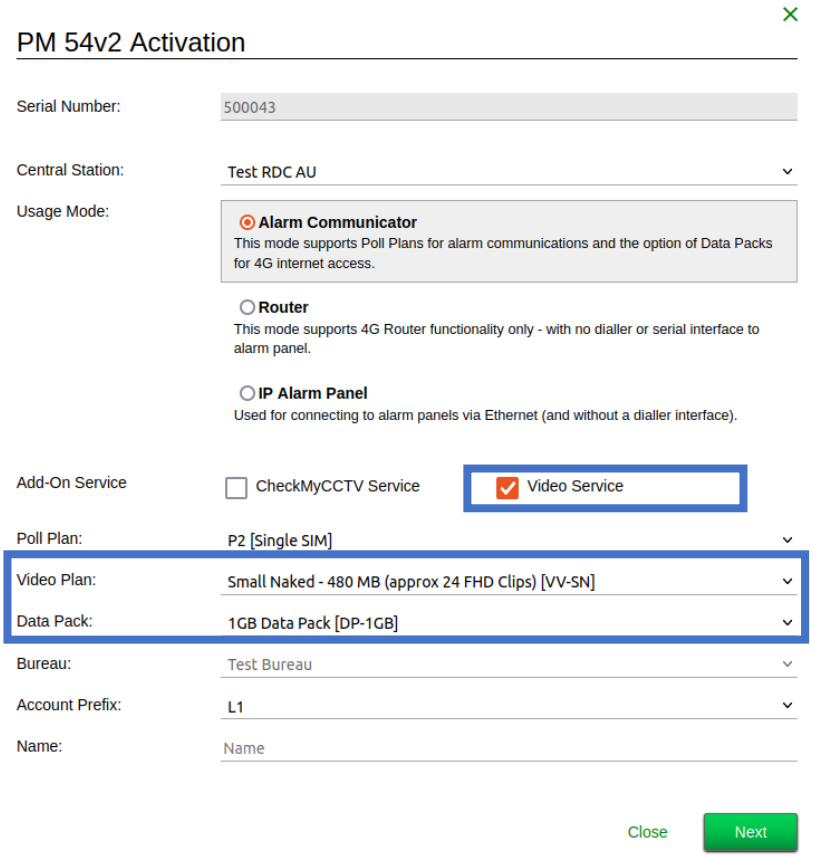

Figure 2 – Video Add-On service on PM54 Activation Screen
While activating a PM54, there is checkbox option to add on Video Service (see figure 2 below).
1. Tick the checkbox for Video Service (Figure 2 below). Ticking this box enables access to the Video plans fields.